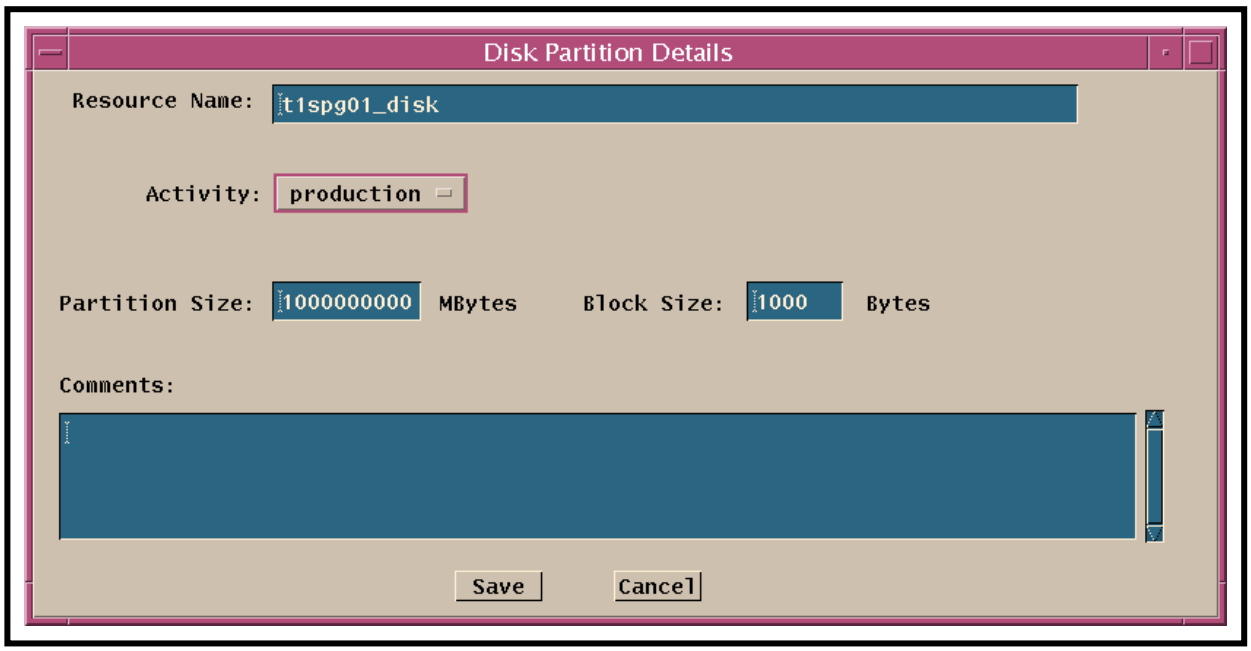

Figure 10. Disk Partition Details GUI
- The **Disk Details** GUI displayed when the **New…** button on the **Resource Editor** GUI is clicked is similar to the **Disk Partition Details** GUI (Figure 10) that is displayed when the **Modify…** button on the **Resource Editor** GUI is clicked.